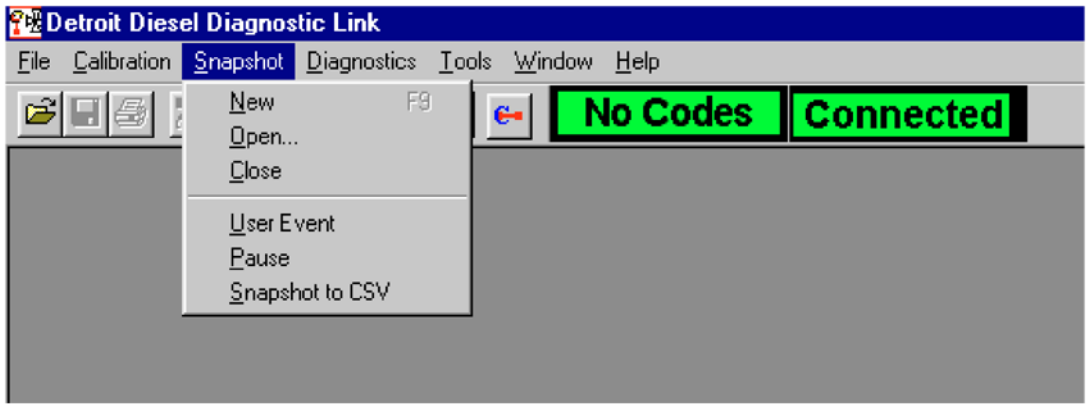
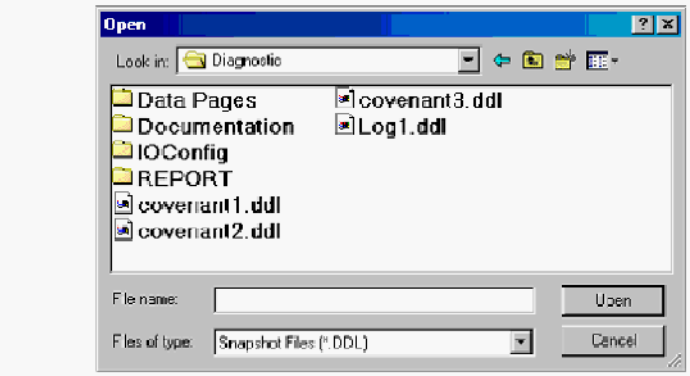

Figure 6-13 Snapshot Drop-Down Menu
Figure 6-14 Available Snapshot Files from *Diagnostic Link*
1. Identify the filenames of snapshots to send. Typically the snapshot files a user creates are saved in the *C:\Detroit Diesel\Diagnostic* folder. If this folder was used to store snapshots, view the snapshots available by going to *Diagnostic Link*, opening up the **Snapshot** drop-down menu, and selecting **Open**. See Figure 6-13 and Figure 6-14.